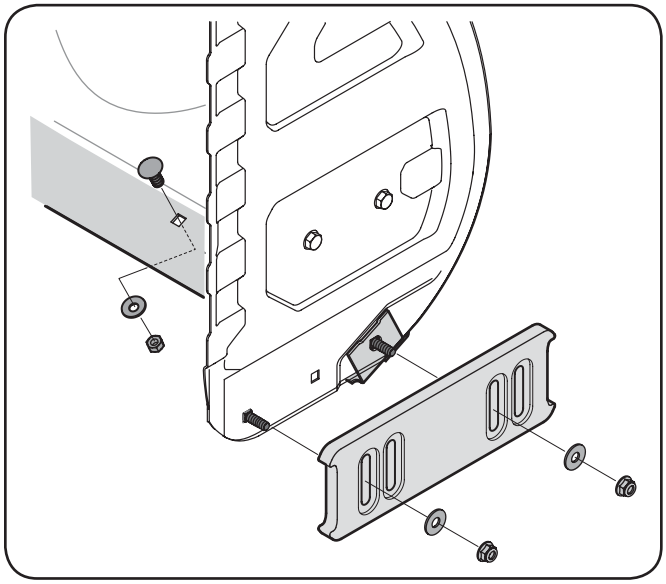

Fig. 6-1
2. Remontez les nouveaux patins avec les boulons ordinaires, les rondelles (deux sur chaque côté) et les contre-écrous à embase. Voir la Fig. 6-1.